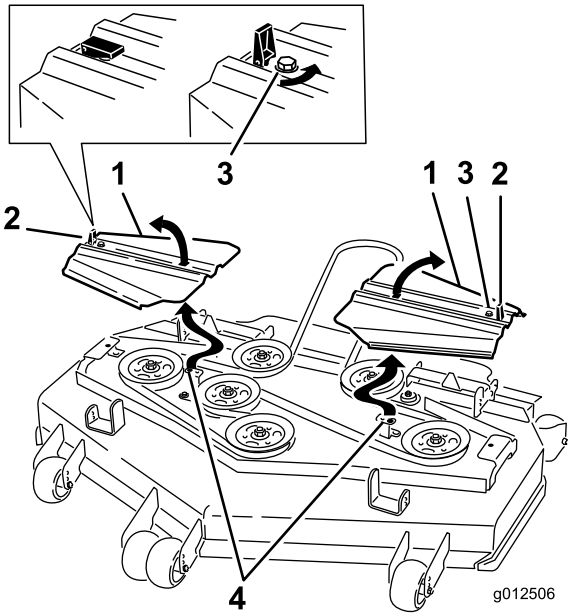

Figuur 65
14. Plaats de drijfriemkappen met de lippen in de sleuven. Monteer de schroeven en maak de sluitingen vast (Figuur 65).